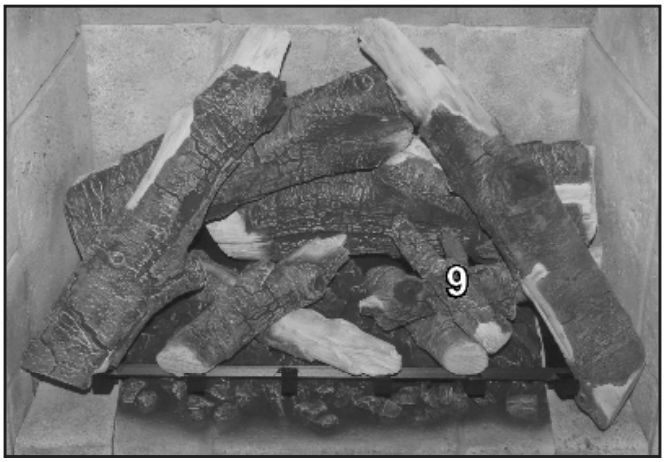

Figure 83: Log 9 in Place.
9. Sit the Y shaped Log 9 across Log 4 and 5 as shown in Figure 83.